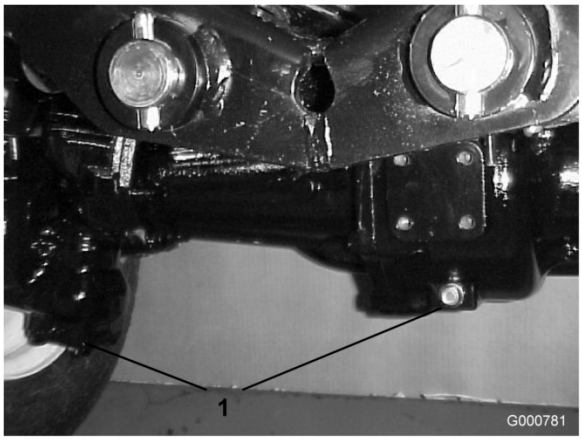

Figura 57
2. Pulite attorno ai tre tappi di spurgo, uno per lato ed uno in centro (Figura 57).